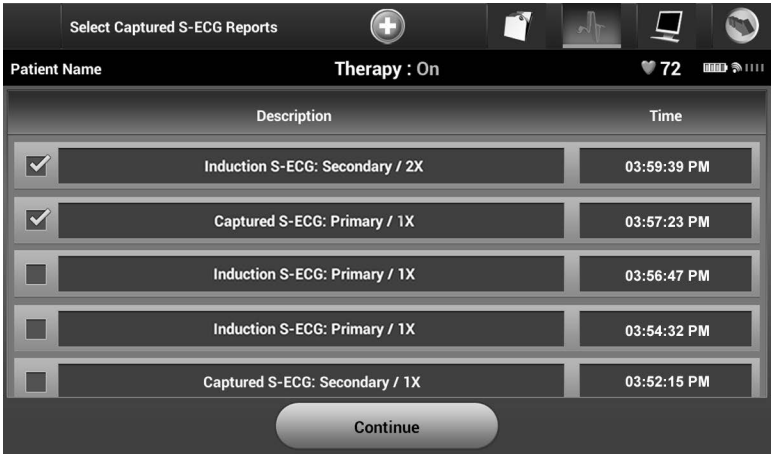

Figure 39: *Captured S-ECG list (scrollable)*
2. A scrollable list containing both Captured S-ECG and Induction S-ECG strips is displayed (Figure 39). Select the desired S-ECG(s) to be printed by placing a checkmark next to the selection(s).